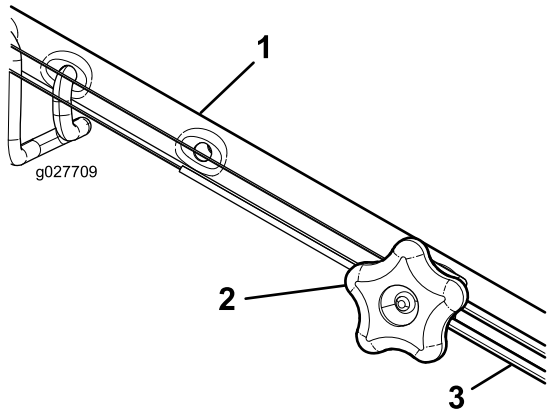

Figur 39
1. Vrid justeringsvredet moturs för att lossa kabeljusteringen (Figur 39).
2. Justera kabelspänningen (Figur 39) genom att dra den tillbaka eller trycka den framåt och sedan hålla den i det läget.